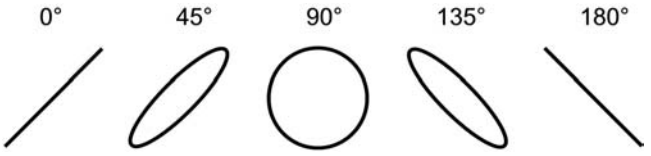

Figure 14.14. *Various scope "lissajous" phase shapes.*
It should be noted that many larger consoles and DAW programs and/or plug-ins will often include a phase scope display. This readout can be used to show phase by sending the left channel to the vertical (Y) trace and right to the horizontal (X) trace inputs (Figure 14.14). The resulting display results in a ''lissajous'' trace that produces such shapes as: